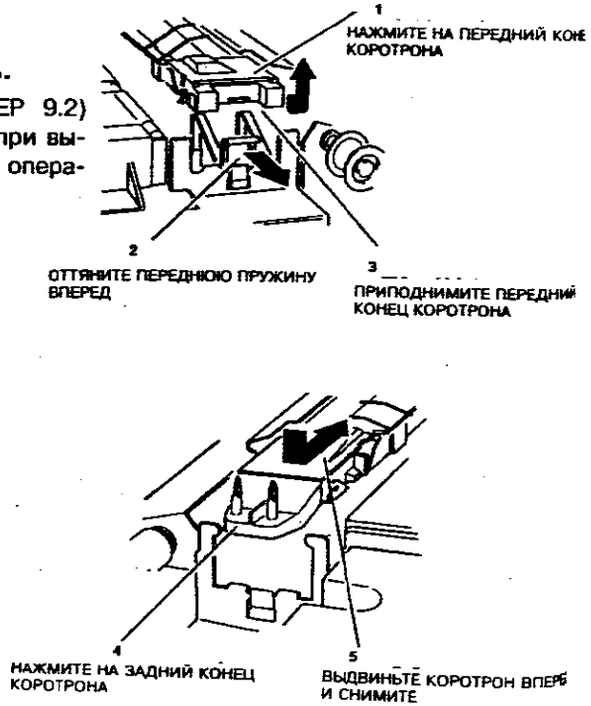

**Рисунок 1. Снятие коротронов переноса и отделения**
2. (Рисунок 1) Снимите узел коротронов переноса и отделения.